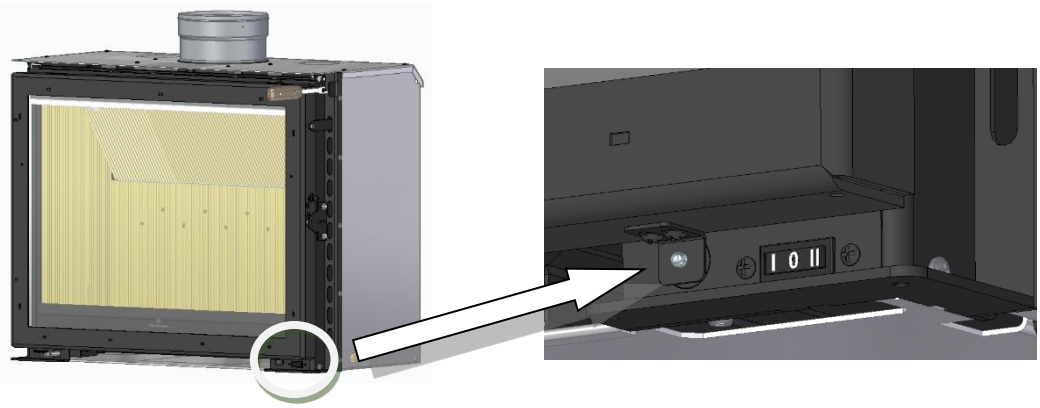

Figura 50 – Ajuste da patilha da porta, acionamento micro-switch
d. Depois de colocar os componentes no equipamento, Figura , deverá ajustar a patilha que está por baixo da porta, de modo que a porta depois de fechada a patilha acione o micro-switch, ver Figura 50.